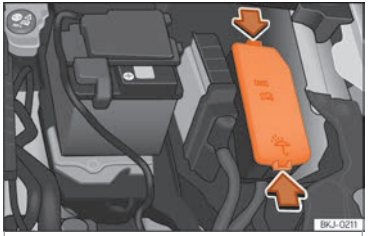

Fig. 65 No compartimento do motor: tampa da caixa de fusíveis.
- Pressione as patilhas de bloqueio para desbloquear a tampa da caixa de fusíveis ››› Fig. 65